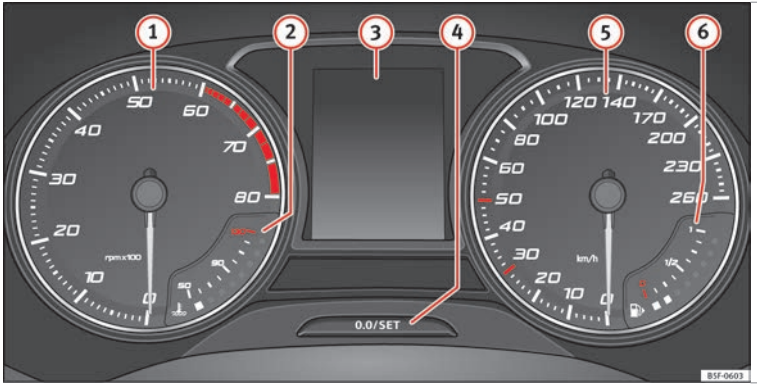

Fig. 115 Instrument panel, on dash panel
Details of the instruments ››› **Fig. 115**:
The rev counter indicates the number of engine revolutions per minute ››› Fig. 115 ①.
Never allow the rev counter needle ① ››› Fig. 115 to go into the red zone on the scale for more than a very brief period, otherwise there is a risk of engine damage.
A variety of information can be viewed on the instrument panel display ››› Fig. 115 ③, depending on the vehicle equipment:
- Briefly press the button ››› Fig. 115 4 to reset the trip recorder to 0.
- To set the time, keep the button ››› Fig. 115 4 pressed for more than 3 seconds to select the hour or minute display.
Hold the button ››› Fig. 115 (4) down for more than 15 seconds to display the identifying letters of the vehicle engine (MKB). To do this, the ignition must be switched on and the engine switched off.
The coolant temperature gauge (2) ››› Fig. 115 only works when the ignition is switched on. In order to avoid engine damage, please read the following notes for the different temperature ranges.